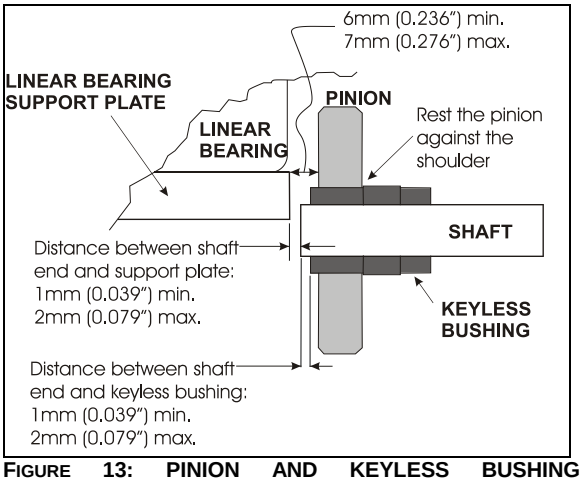

**FIGURE 13: PINION AND KEYLESS BUSHING POSITIONING**
3. Properly position the shaft end in relation to the linear bearing support plate (See Figure 13) and then tighten the locking collars to maintain the shaft in that position.
4. Position pinion and keyless bushing as shown on Figure 13 and tighten the keyless bushing as described in paragraph 6.4.